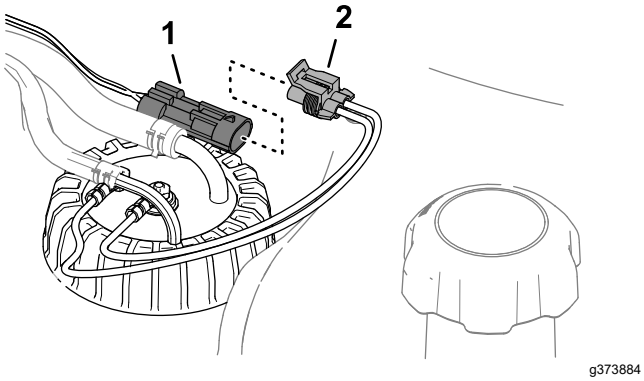

Рисунок 119
3. Отсоедините 2-гнездовой разъем жгута проводов датчика уровня топлива от 2-штыревого разъема жгута проводов машины (Рисунок 119).